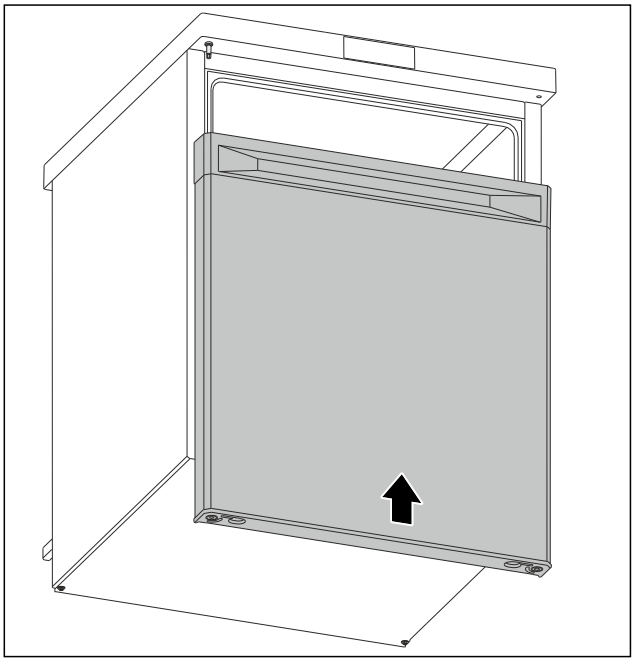

Fig. 13
▶ Skjut på dörr i stängt läge på övre bulten. (se Fig. 13)